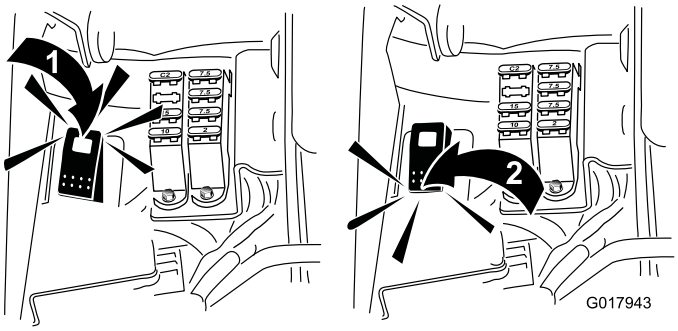

Figuur 57
5. Zet de wetschakelaar in de achteruitstand (R) (Figuur 57).